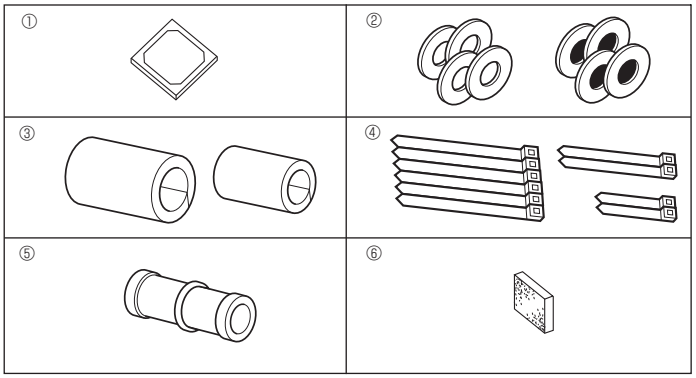

Fig. 4-1
4.1. Vérifiez les accessoires qui accompagnent l'appareil intérieur (Fig. 4-1)